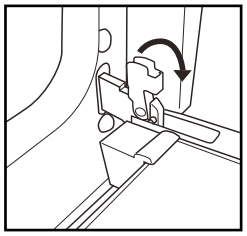

Рис. 1
2. Поднимите фиксаторы и сдвиньте их вперед до упора (*Рис. 1*).